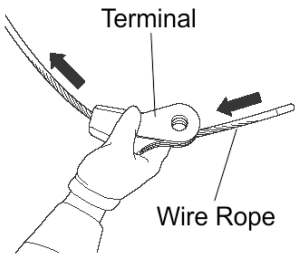

Figure 6-14
8) Remove the Wire Rope from the Terminal as shown in **Figure 6-14**.